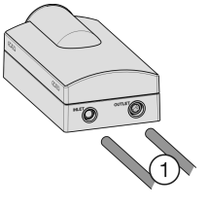

*Fig. 39*
- ▶ Insérer les tuyaux *Fig. 39 (1)* à l'intérieur du module de filtre jusqu'à la butée (correspondant au marquage) en forçant la résistance.